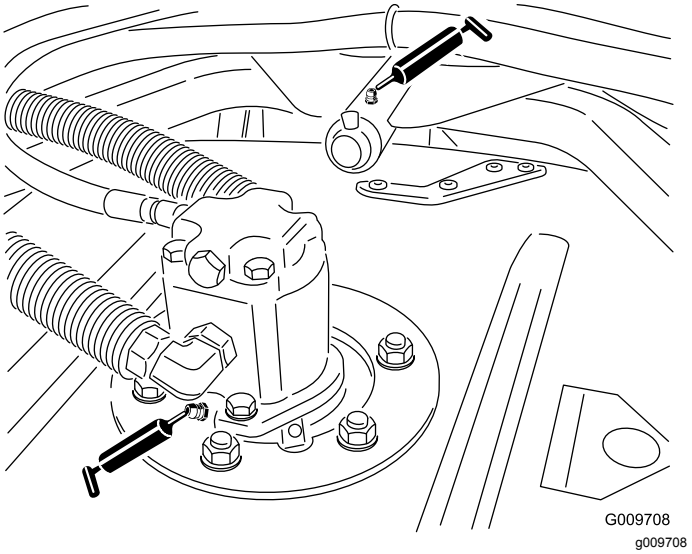

Figur 62
- Klippeenhetens spindelaksellagre (to per klippeenhet) som vist i Figur 62
- Klippeenhetens bærearmhylser (én per klippeenhet) som vist i Figur 62